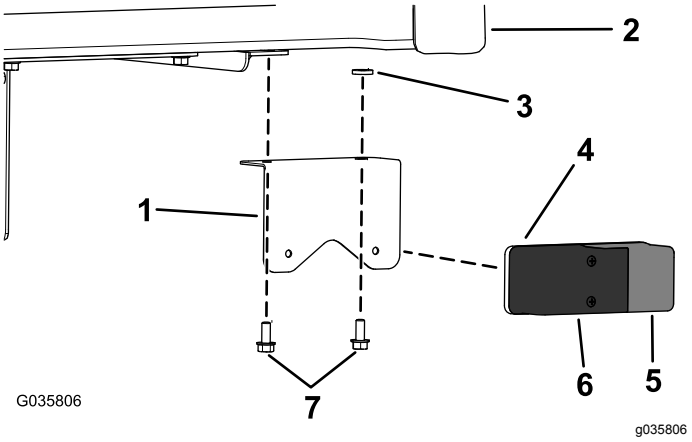

Figur 1
2. Monter det bakre bremse-/blinklyset til undersiden av lasteplanet og lasteplanstøtten med braketten, to sekskantskruer, (5/16 x ¾ tomme) og to avstandsstykker (5/16 tomme), som vist i Figur 1.
Merk: Påse at den røde linsen (bremselys) er plassert på innsiden og den gule linsen (blinklys) er plassert på utsiden (Figur 1).